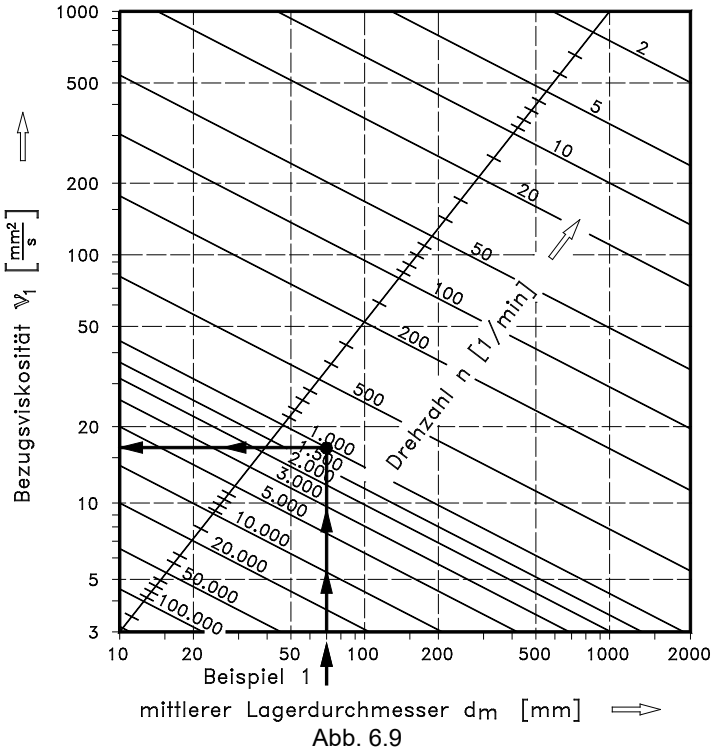

Abb. 6.9
Schritt 2: Im Diagramm (Abb. 6.9) (siehe Pfeil) geht man bei **d_m = 70** mm nach oben bis zum Schnittpunkt mit der gesuchten Drehzahl, im vorliegenden Beispiel bis zur Linie **n = 1.000 min^{-1}.**